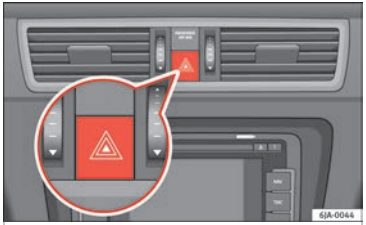

Fig. 49 Instrument panel: switch for hazard warning lights.
– Press the button ⚠ ››› Fig. 49 to switch the hazard warning lights on or off.